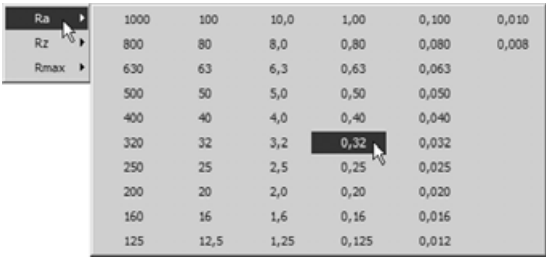

Рис. 3.59
- Из появившегося меню выберите раздел **Ra** и укажите значение параметра шероховатости 0,32 (рис. 3.59). Нажмите кнопку **OK**.